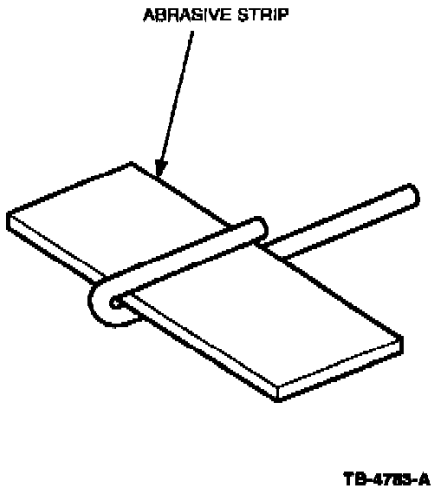

Figure 2
d. Insert abrasive strip into the cleaning tool (Figure 2).